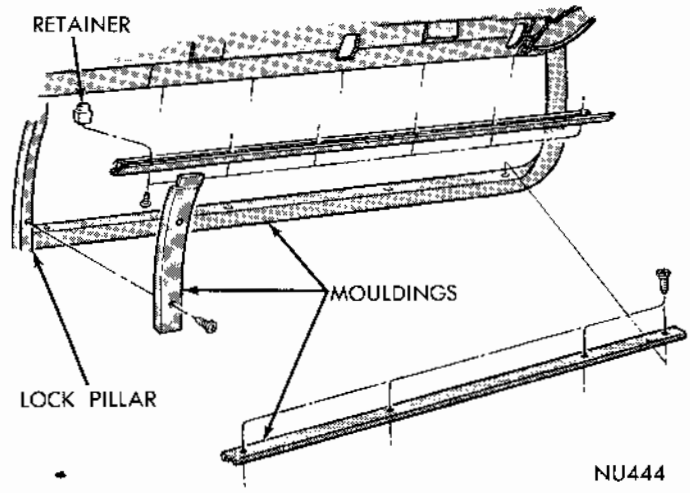

Fig. 2 Quarter Window Garnish Mouldings
(2) Remove garnish mouldings at quarter window (Fig. 2).
(3) Unlock weatherstrip by inserting a fiber stick